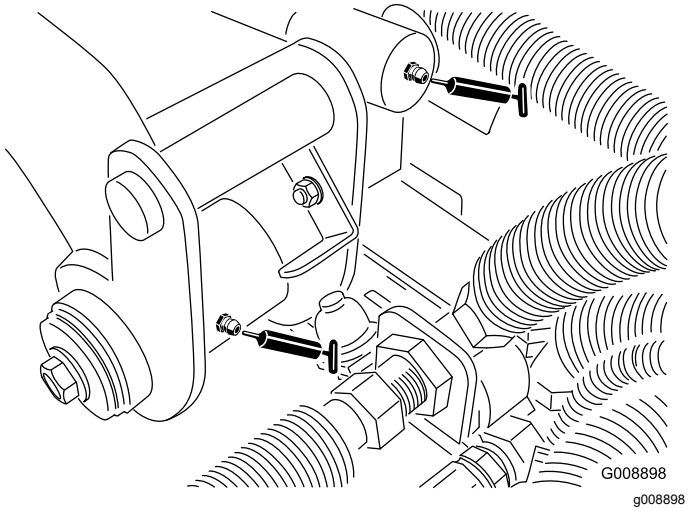

Figur 60
- Bageste løftearms drejetap og løftecylinder (2 fittings – Figur 60)